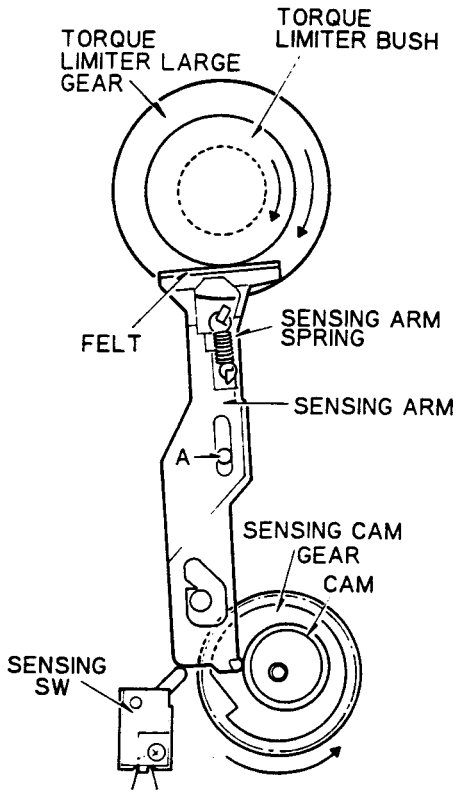

Fig. 10
(1) Sensing arm (felt) and torque limiter bush are held together by means of a sensing arm spring. The felt slides with the torque limiter bush side to keep Point A as a fulcrum at all times while the sensing arm moves along a cam of sensing cam gear because the arm tries to turn counterclockwise. (Fig. 10)